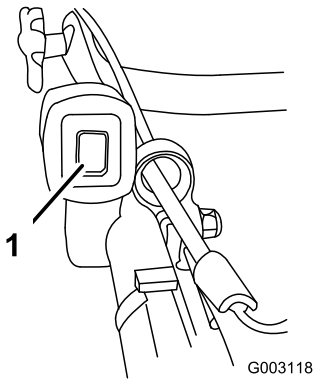

Bild 16
1. Stellen Sie das Zündschloss auf die Stopp-Position (Bild 16).